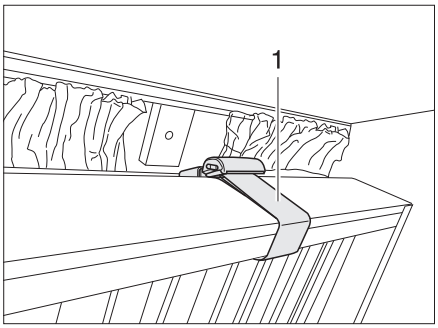

Fig. 62 Bunk bed, folding
- When the bunk bed is folded up, secure it with the retaining belt (Fig. 62,1). There is a risk of injury!
The bunk beds can be folded up and secured with the retaining belt (Fig. 62,1). The space under the bed can be used for storage.